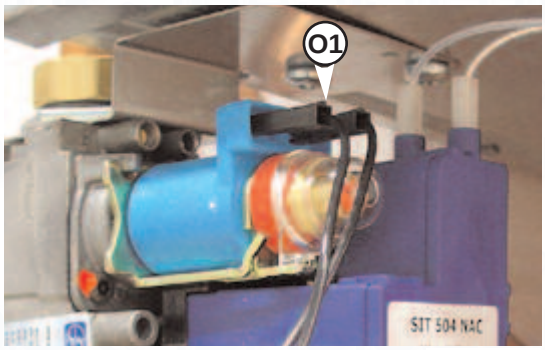

Fig. 18.44
3. Disconnect the wires from the modulator coil "**O1**"*(see Fig. 18.44)* ;